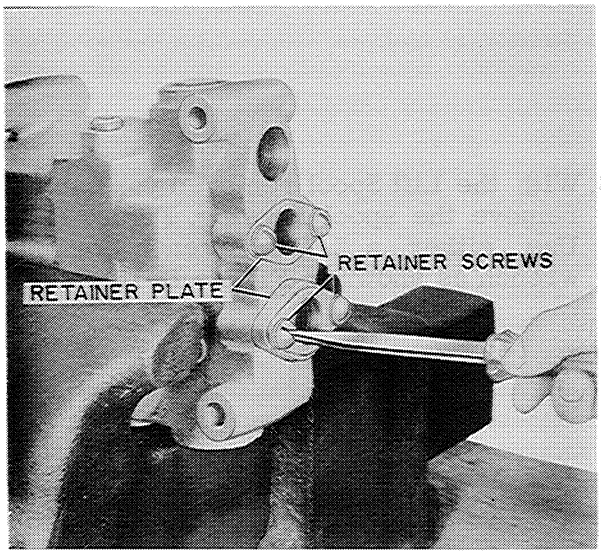
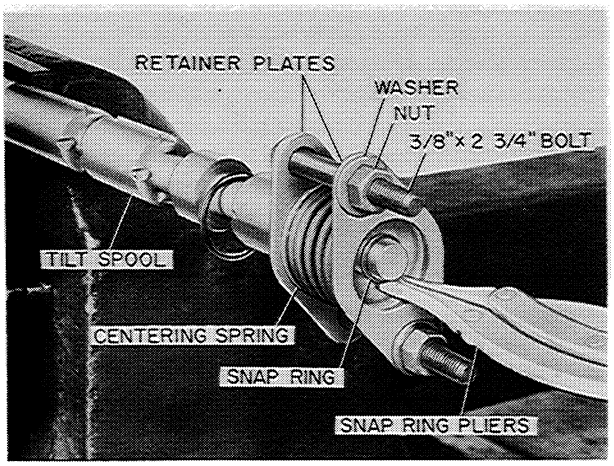

Figure D-19
Figure D-21
3. Remove the screws that hold the retainer plates to the control valve body, Figure D-19. Then remove the retainer plates, wipers, retainers, "O" rings, seal housings and "O" rings.
The retainer plates shown in Figure D-19 can be used in compressing the tilt spool centering spring, Figure D-21.
5. To remove the tilt spool centering spring, the two retainer plates from the valve body must be used to compress the spring as illustrated in Figure D-21. Remove the snap ring using a snap ring pliers, Figure D-21.